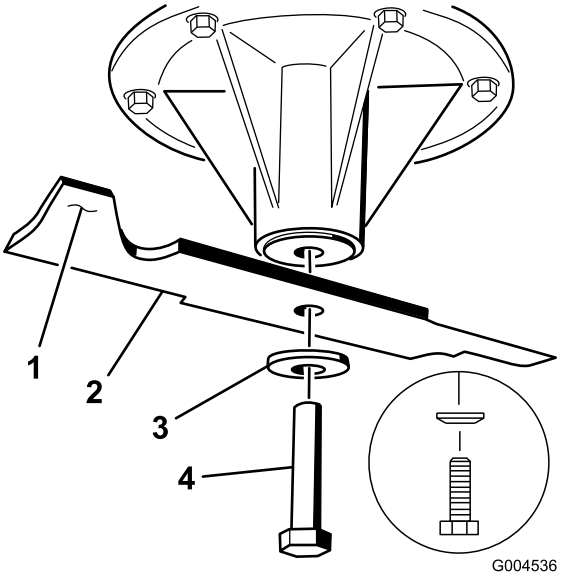
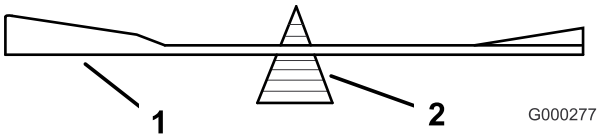

Figur 99
Figur 101
2. Fjern knivbolten, bueskiven og kniven fra spindelakselen (Figur 99).
2. Sjekk knivens balanse ved å legge den på en balanseringsinnretning (Figur 101). Hvis kniven holder seg i horisontal stilling, har riktig balanse og kan brukes. Hvis kniven ikke er i balanse, files litt av metallet på enden av vingeområdet bort (Figur 99). Fortsett med dette helt til kniven er balansert.